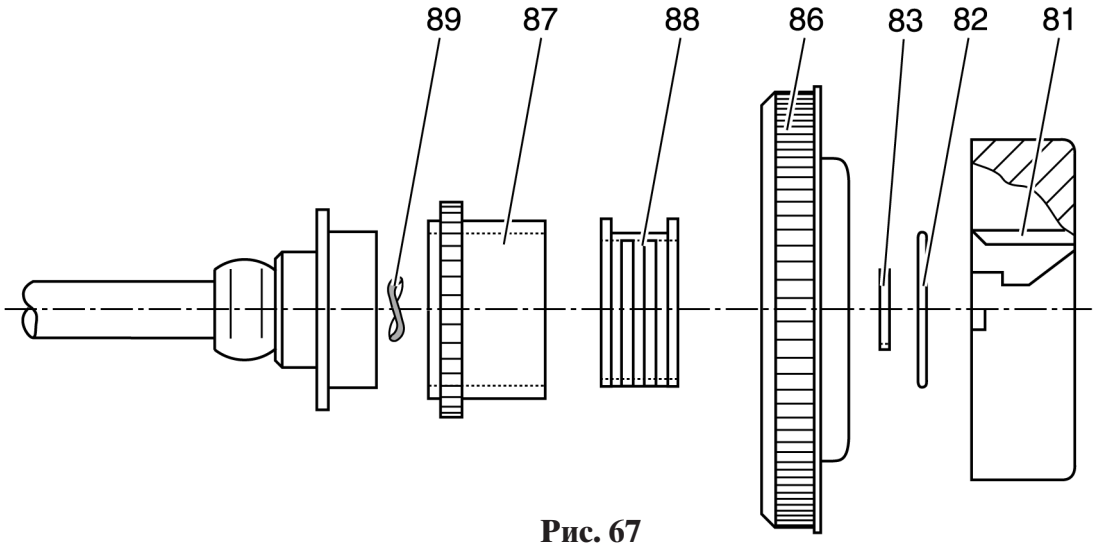

Рис. 67
- Насадите маховое колесо на вал, чтобы накладка 81 зафиксировалась штифтом с центральной насечкой 82 (рис. 67).